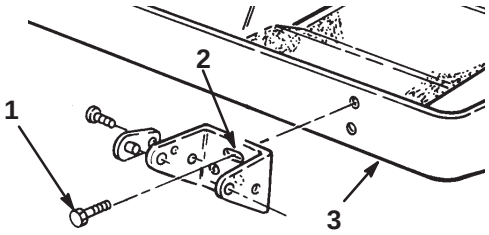

Figure 4
- Groundsmaster 220–D, 223–D, 228–D, 225, 224 and 1000L – Insert 2 flange head capscrews (3/8 x 1 in.) through the slotted bracket holes. Thread the screws into the captivated frame nuts and torque them to 45–50 ft.-lb. (61–68 N·m) (Fig. 4).